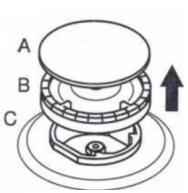

Figura 12
- Rimuovere la copertura del bruciatore e il fornello come mostrato in Figura 12.